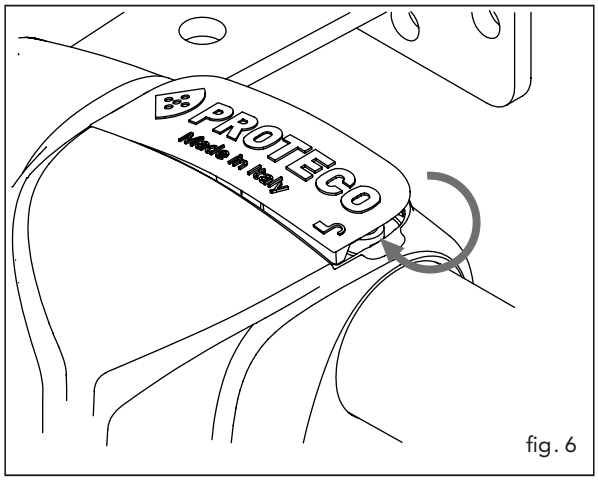

fig. 6
- Sollevare il tappo con il logo dell'azienda, sfruttando la cavità presente sul riduttore (fig. 6).